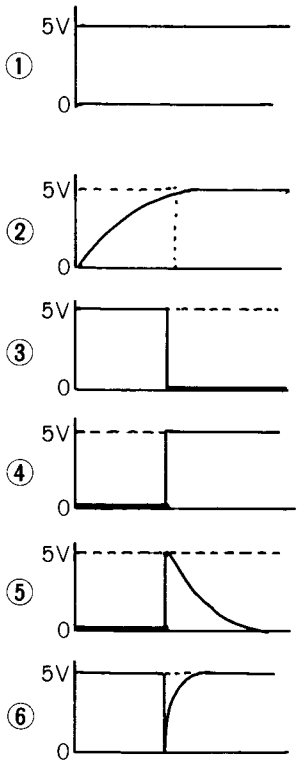

Fig. 13
The KD-85 employs a timer recording circuit composed of NAND IC's. When the power is turned on, Vcc in this circuit is activated, causing a voltage (as shown by ② in Fig. 13) to be applied to terminal ②.